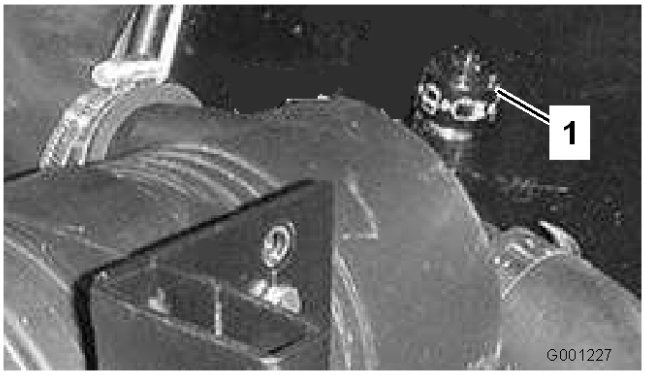

Figur 45
- Utför service på luftrenarfiltret när luftrenarindikatorn (Figur 45) är röd eller var 400:e timme (oftare under extremt dammiga eller smutsiga förhållanden). För mycket underhåll får inte utföras på luftfiltret.
9. Återställ indikatorn (Figur 45) om den visar rött.